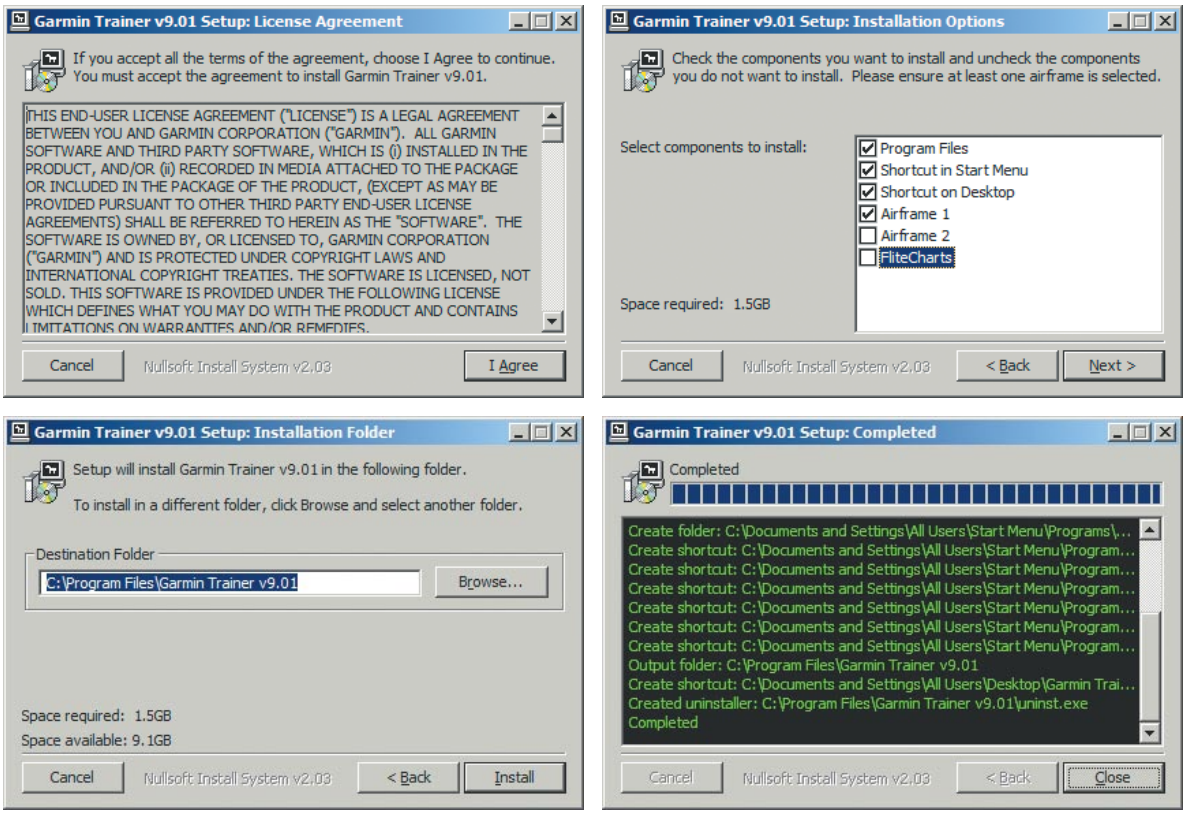

Figure 2 Installation Process (Example)
3) Follow the on-screen prompts to install this software application (see Figure 2, left to right).